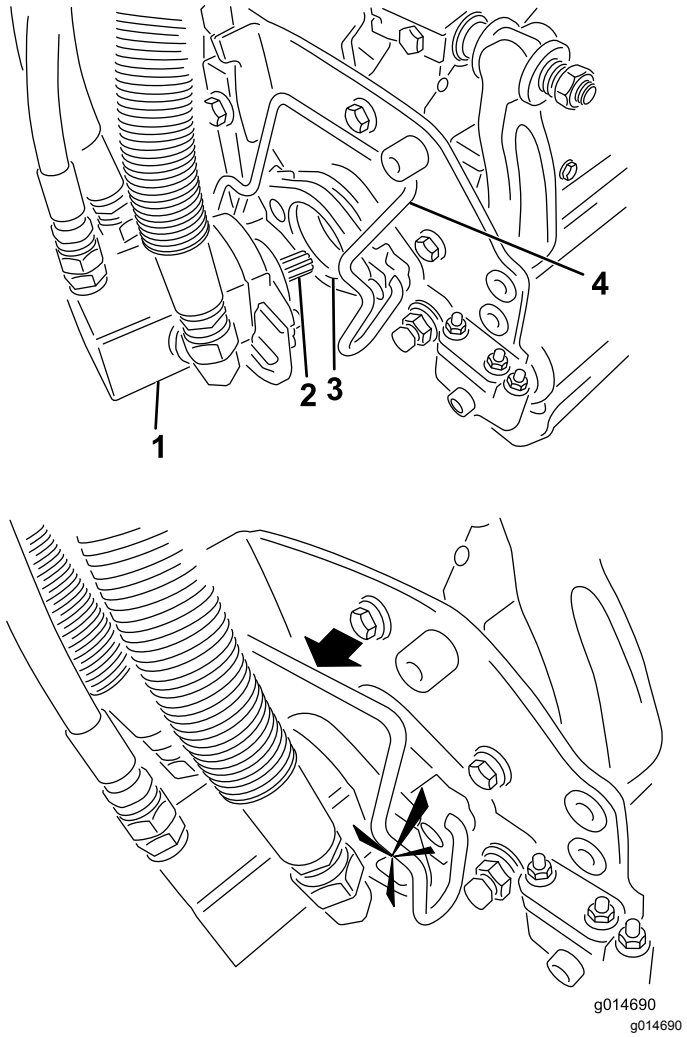

Rysunek 3
5. Umieść silnik po lewej stronie zespołu walców potrójnych (patrząc od strony operatora) i pociągnij pręt przytrzymujący silnik na zespole walców potrójnych w kierunku silnika, aż do usłyszenia charakterystycznego kliknięcia po obu stronach silnika (Rysunek 3).